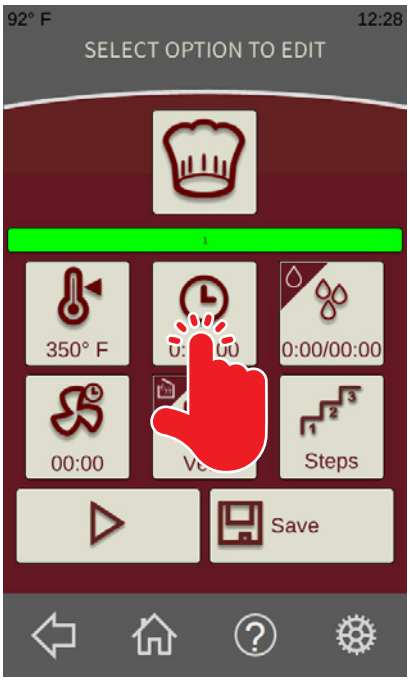

Fig. 17
4. From the ***Standard Recipe Run Screen*** (Fig. 17), touch the time button. The ***Enter Time Screen*** should be displayed.